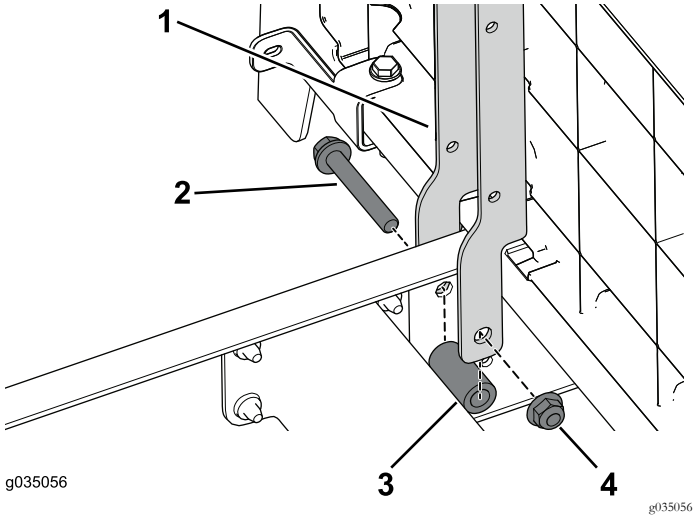

Figura 91
1. Utilize os dois parafusos (3/8" x 2½"), espaçadores e porcas flangeadas para prender os suportes do banco esquerdo e direito na secção dianteira da máquina (Figura 91).